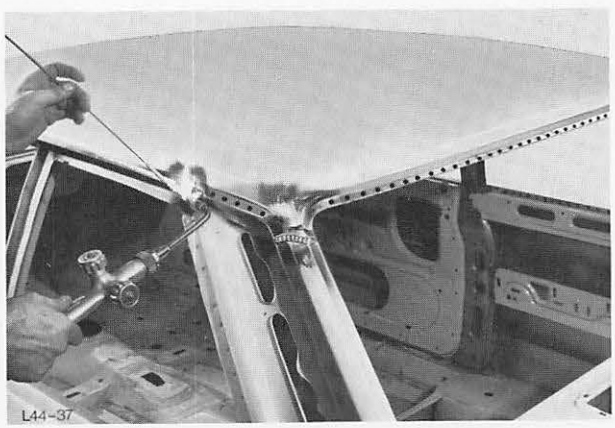

Abb. 32 Dachhautecke an C-Säule hartlöten
12. Dachhautecken an A- und C-Säulen hartlöten, Abb. 32.